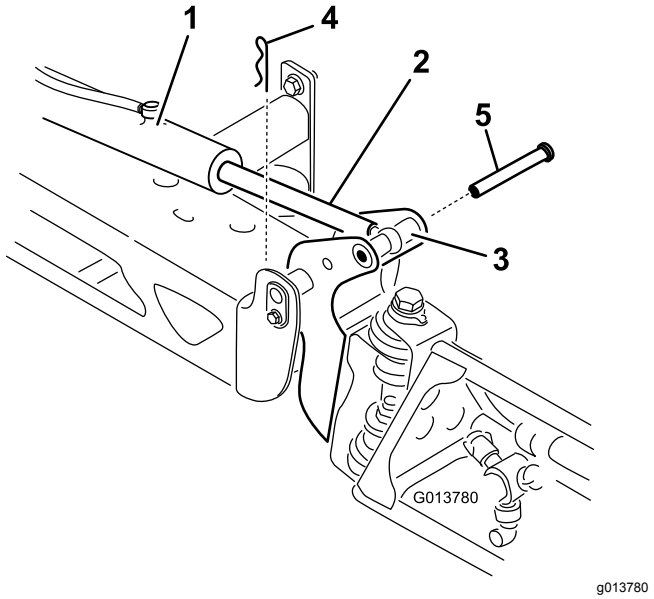

Figuur 13
2. Verwijder de borgpen van de draaipen (Figuur 13).
3. Til de spuitboom op en verwijder de pen (Figuur 13), en laat de spuitboom langzaam op de grond zakken.
8. Breng de spuitboom omhoog zodat het draaipunt en de actuatorstang zich in een lijn bevinden. Houd de spuitboom vast en steek de pen door het draaipunt van de spuitboom en de actuatorstang (Figuur 13).